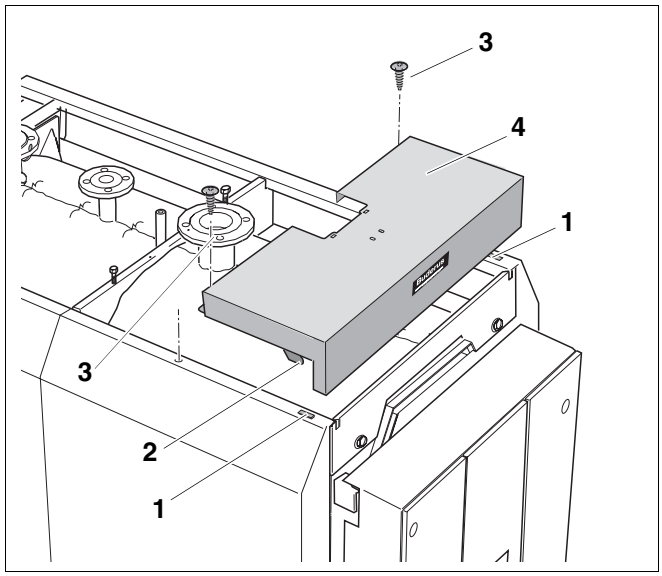

Fig. 33 Montaggio della copertura anteriore della caldaia
- Agganciare la copertura caldaia anteriore con i ganci (fig. 33, **pos. 2**) negli intagli dei pannelli laterali anteriori (fig. 33, **pos. 1**) e appoggiarla dietro.
- Avvitare la copertura caldaia anteriore (fig. 33, **pos. 4**) con le 2 viti (fig. 33, **pos. 3**) attraverso i pannelli laterali anteriori alle traverse laterali.